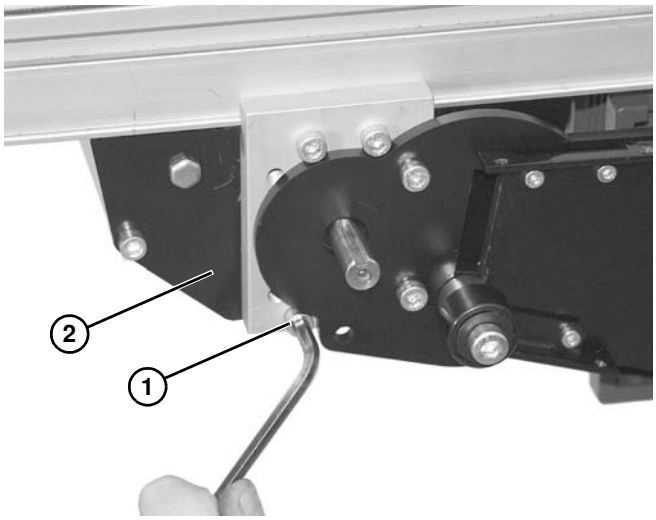

Abbildung 42
2. Zwei Schrauben **(Abbildung 42, Teil 1)** von der Unterseite der Untergurtantriebsbaugruppe **(Abbildung 42, Teil 2)** entfernen.